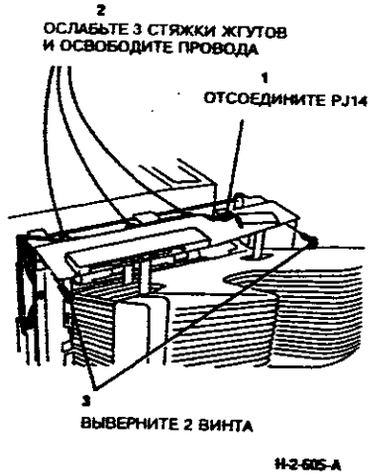

**Рисунок 1. Подготовка к снятию верхней пластины**
4. (Рисунок 1) Подготовьтесь к снятию верхней пластины.